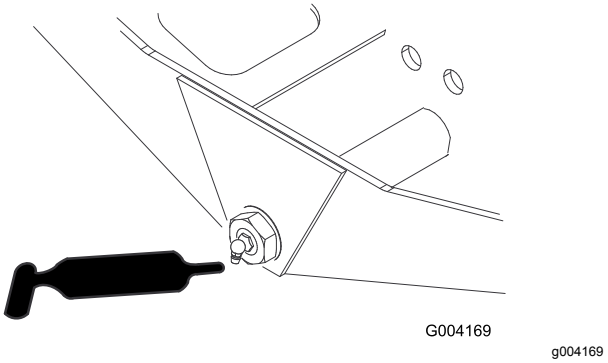

Figur 80
- Akselstyringsdreietapp (1) (Figur 80)